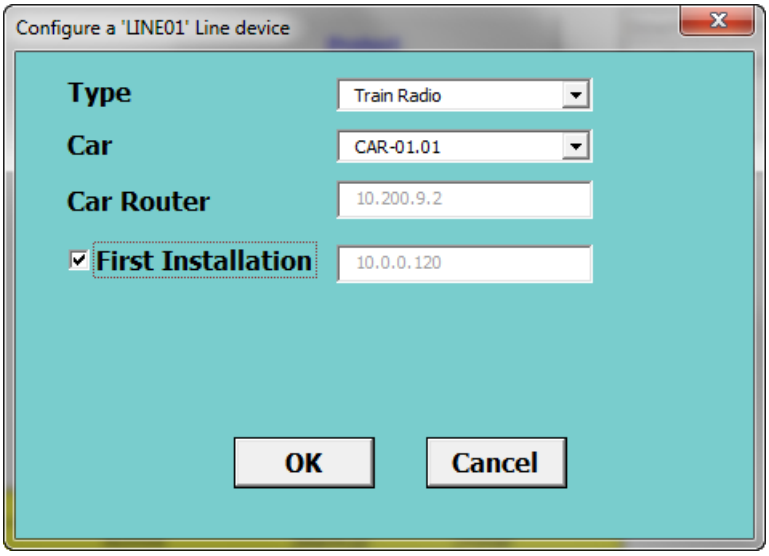

Figure 4-17: TMU - First time Installation
6. **Type**: Select the radio type - Train Radio, as shown in Figure 4-17.